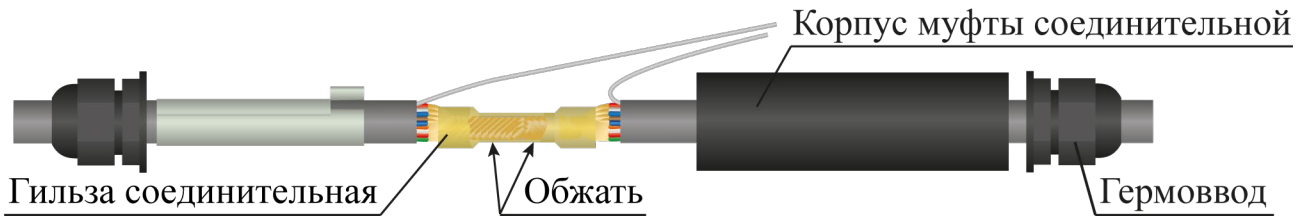

Рисунок 4.15
– взять гильзу соединительную, одеть её на зачищенную часть кабеля, обжать специальным инструментом (рекомендуется применять клещи обжимные) (рисунок 4.15);
– в ответное отверстие гильзы вставить зачищенные концы другого ремонтируемого кабеля. Гильзу обжать с помощью специального инструмента (рисунок 4.15);